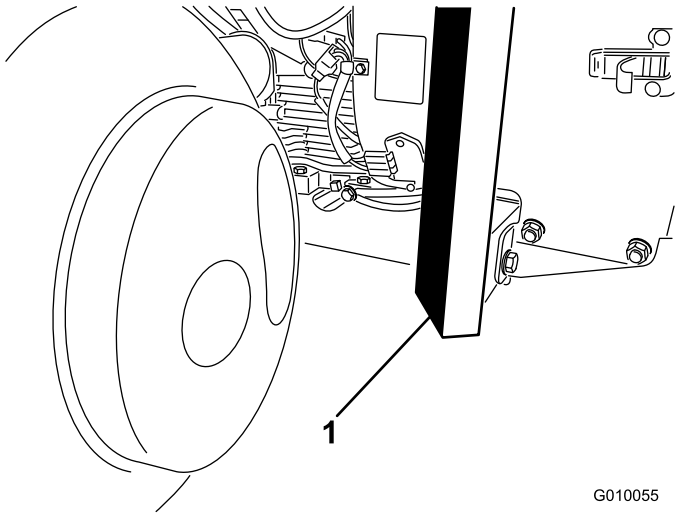

**Figur 41**
2. Plasser jekken trygt under den fremre delen av rammen (Figur 41).